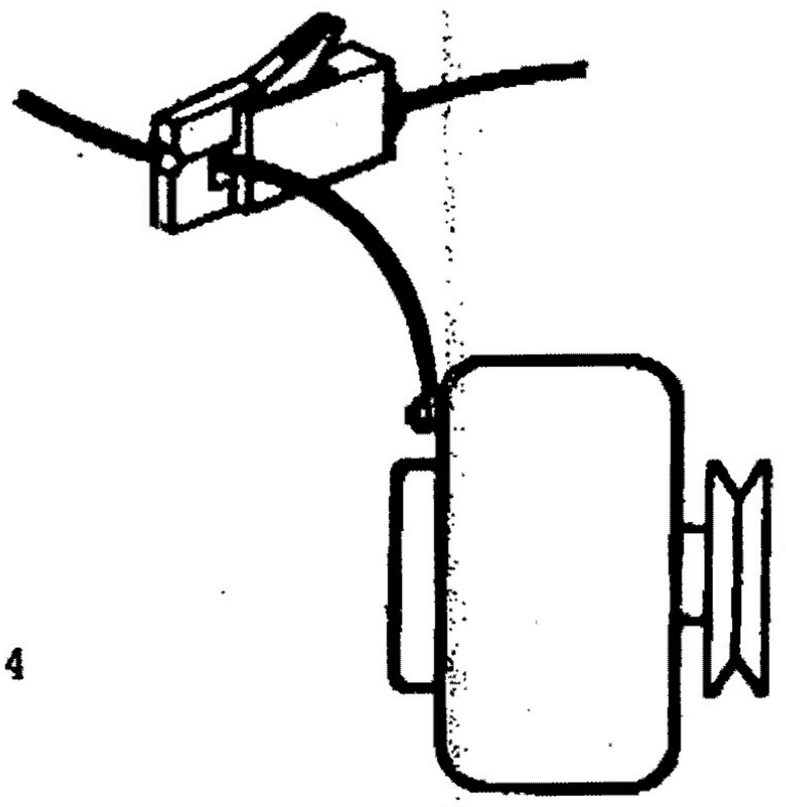

Fig. 4
1. Start and run engine at fast idle. Turn headlights "on". Turn test selector switch to "ALT." position. Open jaws of inductive probe and place alternator output wire or battery ground cable in the opening - close jaws completely, see Fig. 4 & 5.